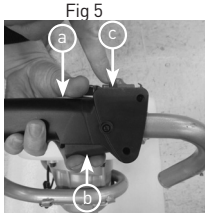

Fig 6
4) With right hand push down on the throttle lock-off (7) (Fig 6. a), squeeze the throttle (8) (Fig 6.b), then with your left hand push and hold the throttle lock-on (6) (Fig 6.c) button then release the release the throttle (8) (Fig 6.b) "and Throttle lock-off (7) (Fig 6a).